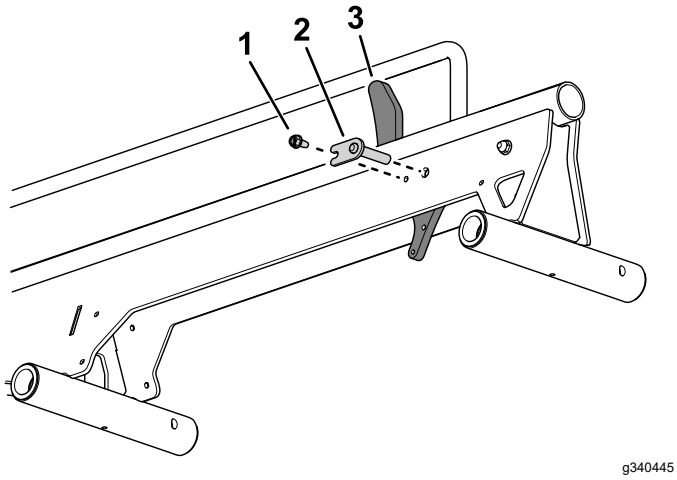

Figur 2
2. Använd en sprint och en sexkantsskruv för att fästa hjulstoppet på skenenheten (Figur 2)